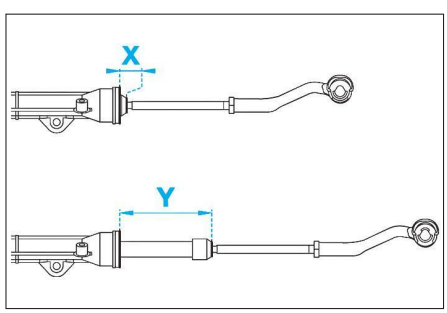

**Fig. 3**
• Mesurer la cote X (**Fig.3**).